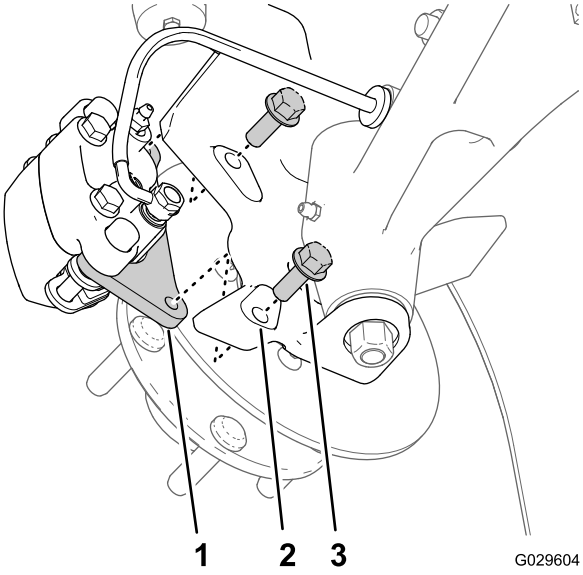
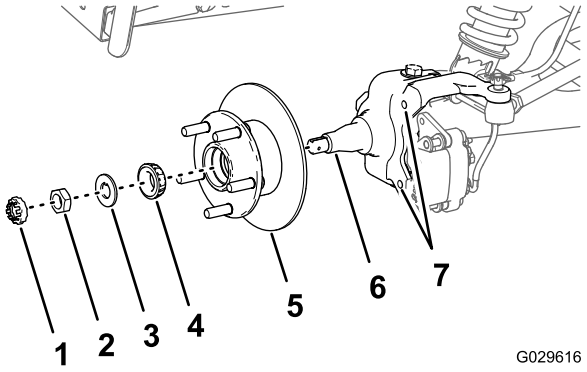

Figura 29
Figura 33
3. Retire los pernos con arandela prensada (3/8" x 1") que sujetan el soporte del conjunto de freno al eje, y separe el freno del eje (Figura 29).
1. Aplique una ligera capa de grasa del tipo especificado en el eje (Figura 33).
2. Monte el cubo y el rotor en el eje con el rotor hacia dentro (Figura 33).
3. Monte el cojinete exterior en el eje y acople el cojinete al anillo de rodadura exterior (Figura 33).
4. Monte la arandela con pestaña en el eje (Figura 33).
5. Enrosque la tuerca en el eje, y apriete la tuerca mientras gira el cubo (Figura 33).
2. Alinee las pastillas de freno en cada lado del rotor (Figura 29) y los taladros del soporte de la pinza con los taladros de montaje del freno de la mangueta (Figura 33).
3. Monte el soporte de la pinza en la mangueta (Figura 29) con los 2 pernos con arandela prensada (3/8" x 1"), y apriete los pernos a 47–54 N·cm.